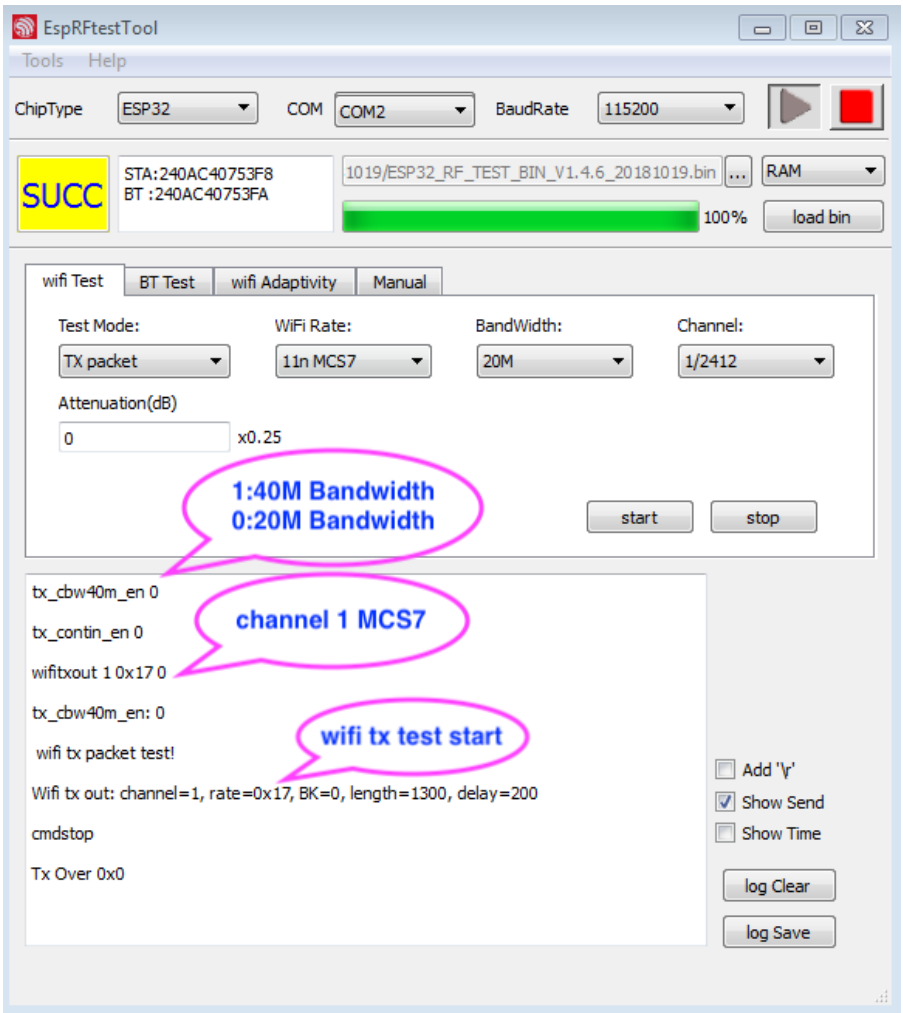

图 5-1. ESP32 日志界面
3. 例如，发包速率选择为 MCS7，带宽为 20 M，发包信道为 1 时，我们可按照图 5-1 选择各个选项，点击 ***“start”***，开始发包，在 log 打印信息栏可以看到打印信息。